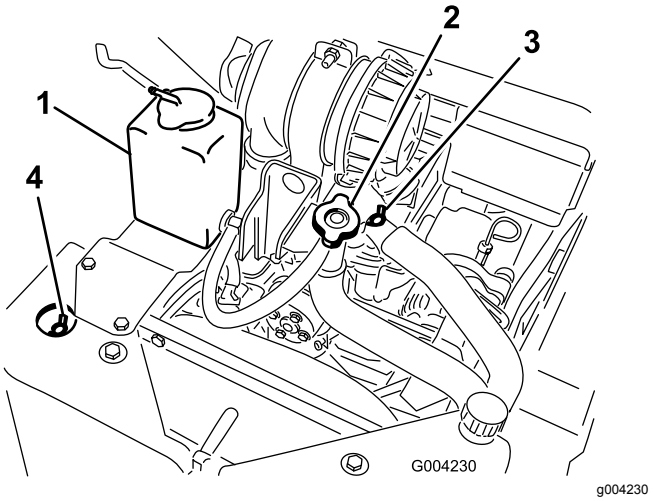

Rysunek 51
A. Odkręć korek wlewu płynu chłodzącego (Rysunek 51).
B. Otwórz przedni i górny zawór odpowietrzania układu chłodzącego (Rysunek 51).
C. Wlewaj płyn chłodzący przez szyjkę wlewu do momentu, gdy płyn zacznie wydostawać się przednim zaworem odpowietrzania (Rysunek 51).
D. Zamknij przedni zawór odpowietrzania (Rysunek 51).
E. Wlewaj płyn chłodzący przez szyjkę wlewu do momentu, gdy płyn zacznie wydostawać się górnym zaworem odpowietrzania (Rysunek 51).
F. Zamknij górny zawór odpowietrzania (Rysunek 51).
G. Wlewaj płyn chłodzący przez szyjkę wlewu do momentu, gdy płyn dojdzie do poziomu szyjki wlewu (Rysunek 51).
H. Załóż korek wlewu płynu chłodzącego (Rysunek 51).